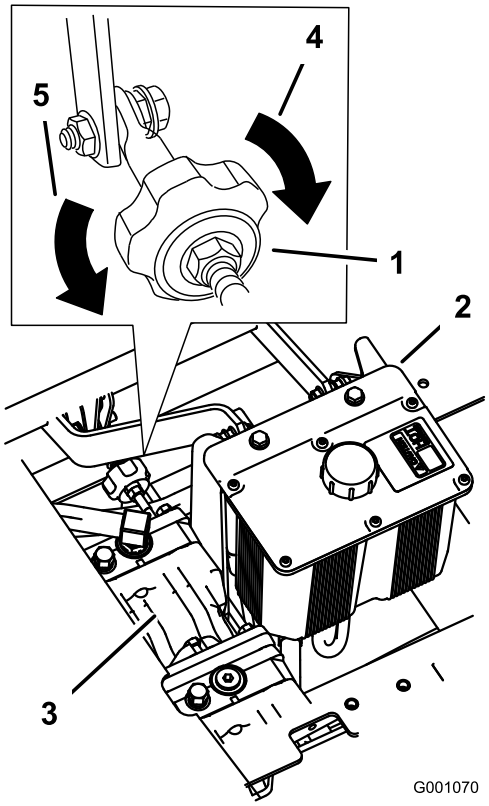

Figur 76
2. Juster pumpestangens længde ved at dreje knappen i den rigtige retning, indtil hjulet står stille eller kryber en smule i bakgear (Figur 76).